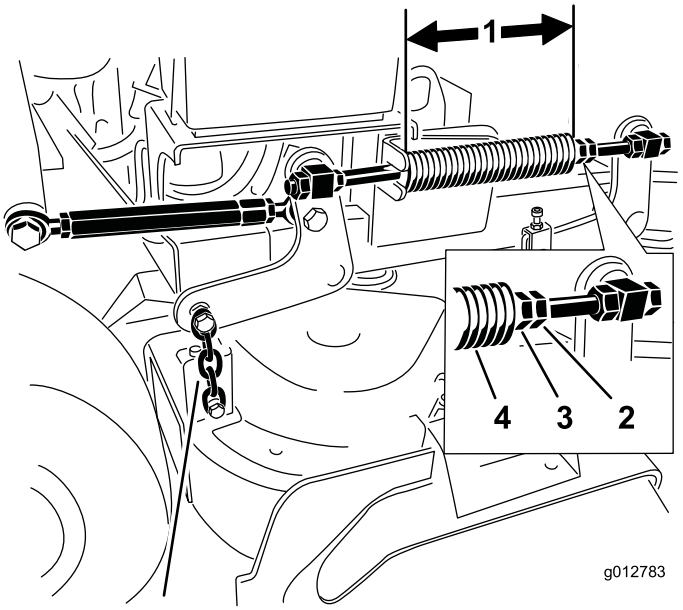

**Figur 89**
2. Kontroller lengden på kompresjonsfjæren. Nominell lengde er 28,2 cm for 91 cm klippeenheter og 25,7 cm for 102 cm klippeenheter (Figur 89).
3. Juster denne avstanden ved å løsne låsemutteren for fjæren og mutteren foran hver fjær (Figur 89).
4. Lås mutteren i stilling ved å trekke til fjærens låsemutter (Figur 89).